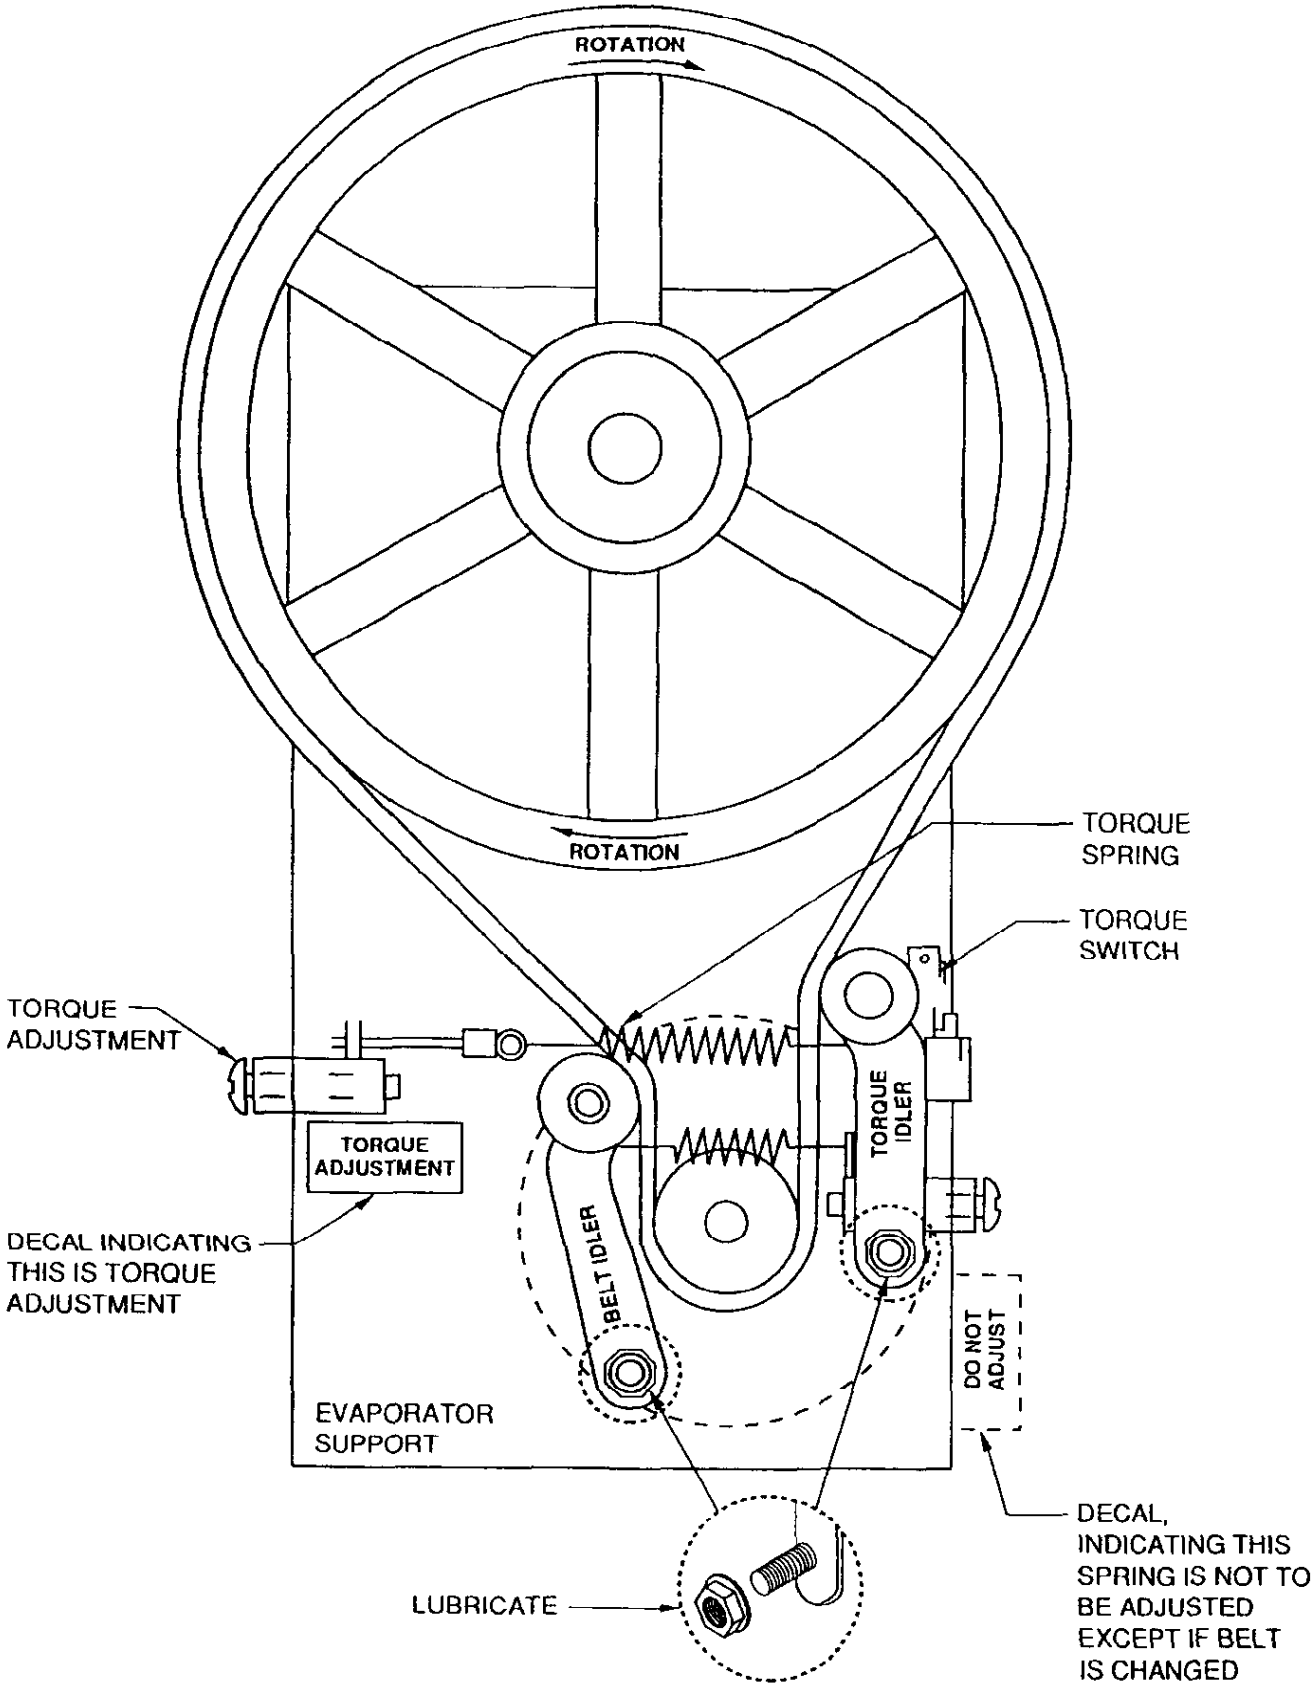

Figure 12
The torque control system is a very simple method of controlling the consistency of the finished product. The machine operates without a temperature control. Refrigeration is controlled by measuring the torque on the dasher motor and the consistency of the product. The tension of a spring against the torque idler determines how long the unit will run by activating a limit switch which turns the compressor off (See Figure 12). The longer the compressor runs, the harder or colder the product. The less it runs, the softer the product. This directly relates to product temperature.
2. Identify the torque adjustment screw. (Figure 12).